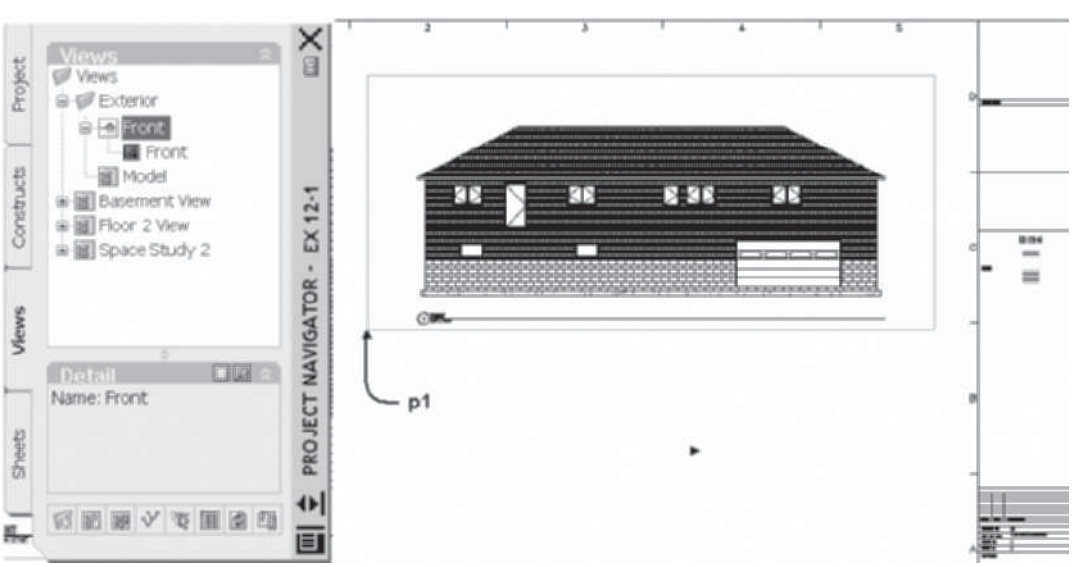

FIGURE 12.66 *Placing the Elevation on a sheet*
10. Select the **Views** tab, expand the Exterior category, select and drag the **Front** view into the **A-12 Front Elevation** sheet. Select a point near **p1** as shown in Figure 12.66.